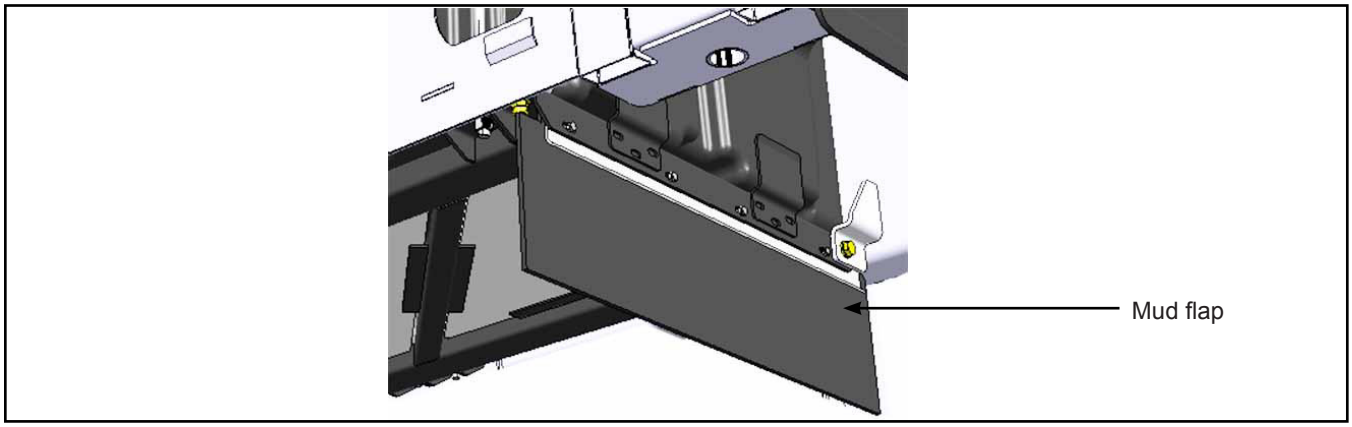

Figure 9 - Mud Flap Installation
1.18. Transfer the mud flap onto the new cradle. See Figure 9.